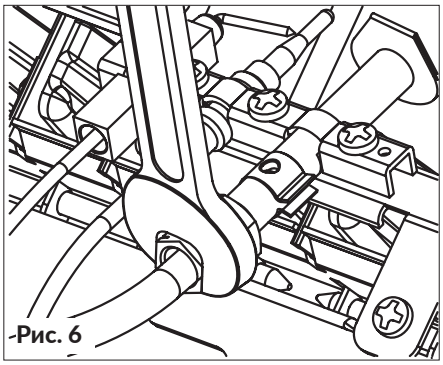

Рис. 6
- отсоединить трубку запальной горелки (рис.6);